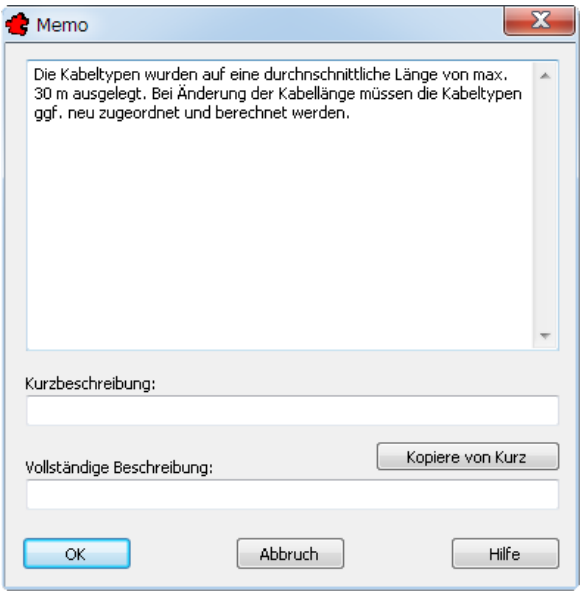

Bild 22.27 – Die Fußzeile für Listen
- Links unten in der Dialogbox finden Sie eine Schaltfläche für die *Fußzeile*. Hier können Sie einen statischen Text für jede Listenart definieren, der dann im Fußbereich jeder Seite abgedruckt wird (Abb. 22.27).